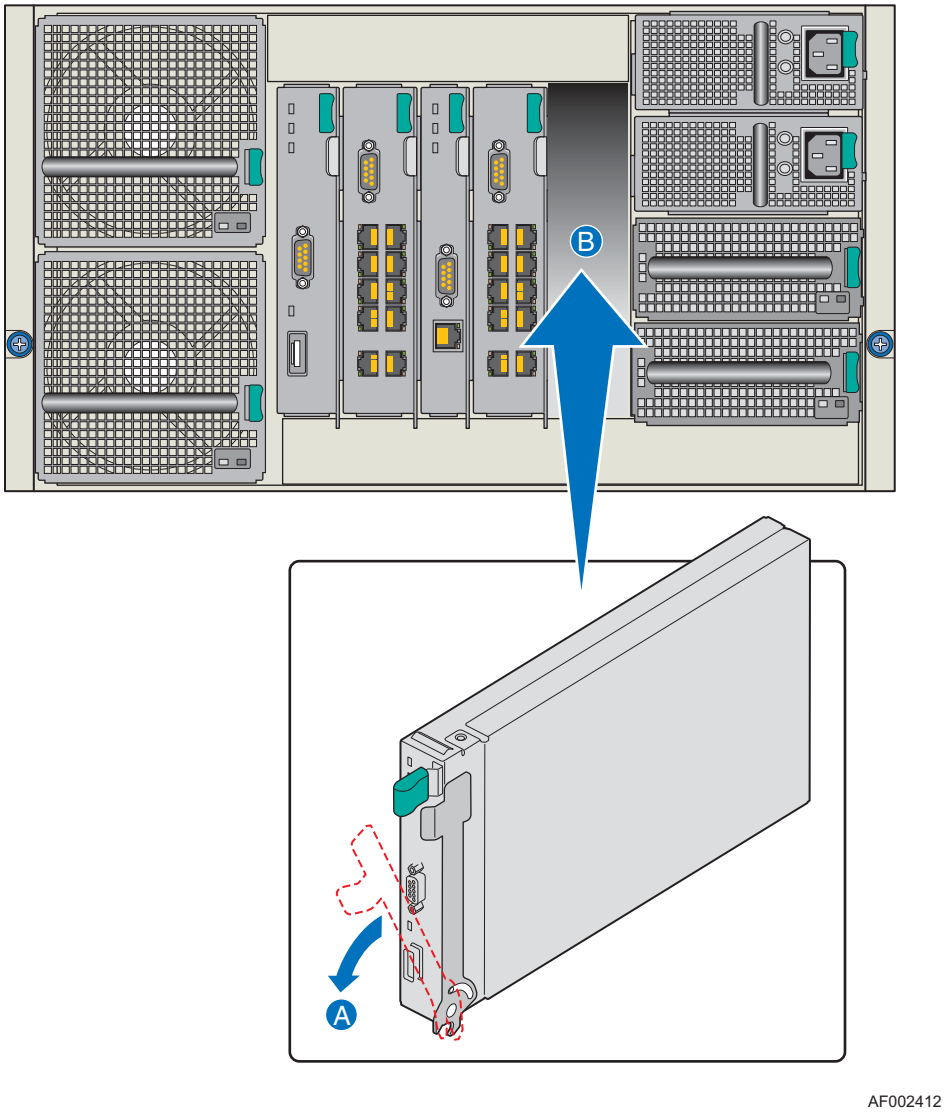

Figure 11. Installing a Storage Control Module
3. Release and rotate the module retention lever out and away from the storage control module (see letter "A" in Figure 11).
4. Slide the storage control module into the selected module bay (see letter "B" in Figure 11) until the bottom of the retention lever engages with the module bay.